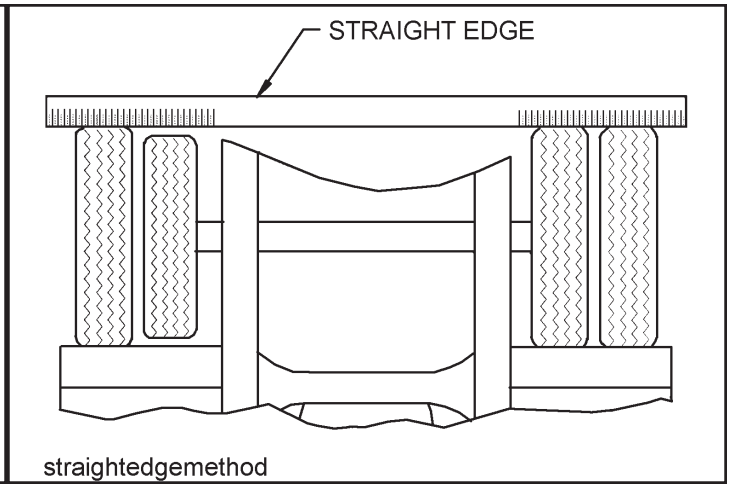

Figure 4-18 Straight Edge Method
b. **Straight Edge or String Method**: (This method cannot be used if tire and wheel assemblies are not mounted on the axle.) Jack trailer up until the wheels are off of the ground. Hold a straight edge against the tires of both ends of an axle. A gap at one tire indicates a smaller tire. A maximum of 1/8" gap is allowed **(See Figure 4-18)**.